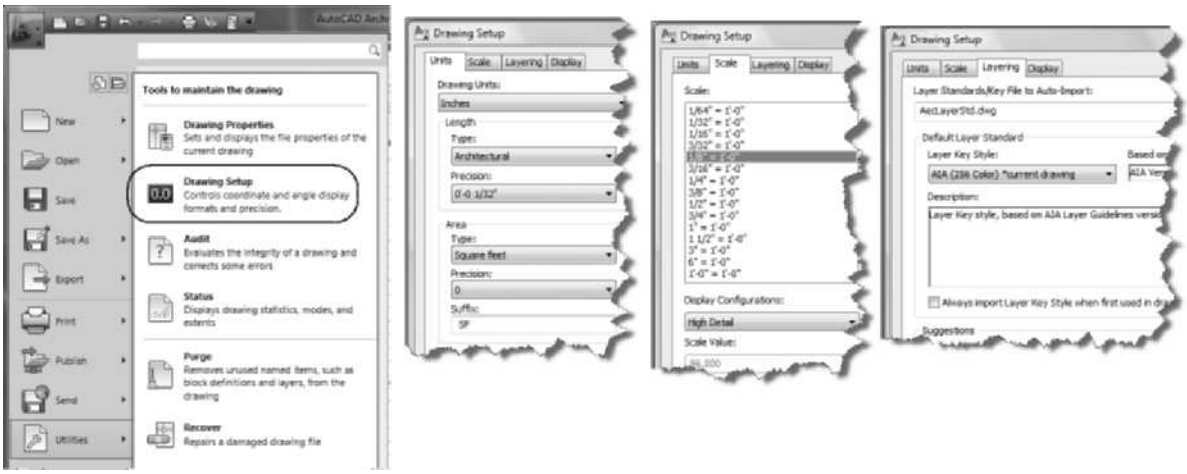

FIGURE 1.47 *Applying Drawing Setup*
5. To set the scale and display configuration link, choose the **Scale** tab, change the scale to **1/4" = 1'-0" [1:50]**, verify that Annotation plot size = **3/32" [3.5]**, and check the **Automatically Create Dimscale Override** checkbox. Choose **High Detail** from the Display Configuration flyout. Choose the **Layering** tab and verify that the **Layer Standards/Key File to Auto-Import** is *AecLayerStd.dwg* and that the **Layer Key Style** is **AIA (256 Color)*current drawing [BS1192 Cisfb (256 color)*current drawing]**, as shown in Figure 1.47.